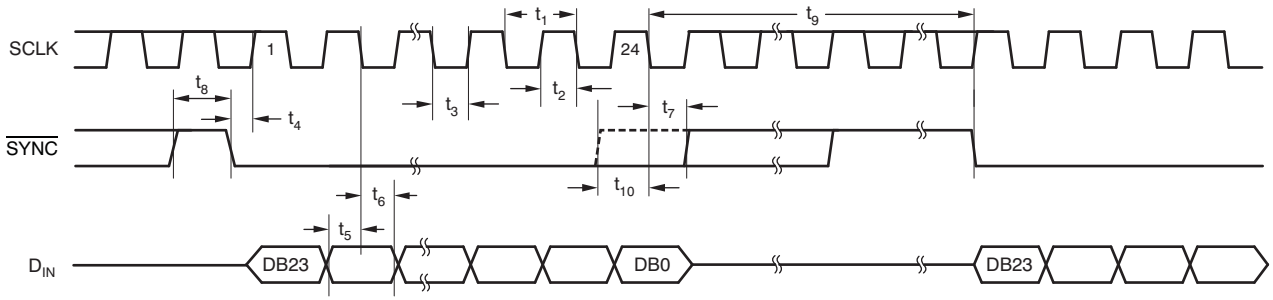

Figure 1. Serial Write Operation
(1) All input signals are specified with $t_R = t_F$ = 3 ns (10% to 90% of V_{DD}) and timed from a voltage level of (V_{IL} + V_{IH}) / 2.
(2) See Figure 1.
(3) Maximum SCLK frequency is 3 0MHz at V_{DD} = 3.6 V to 5.5 V and 20 MHz at V_{DD} = 2.7 V to 3.6 V.